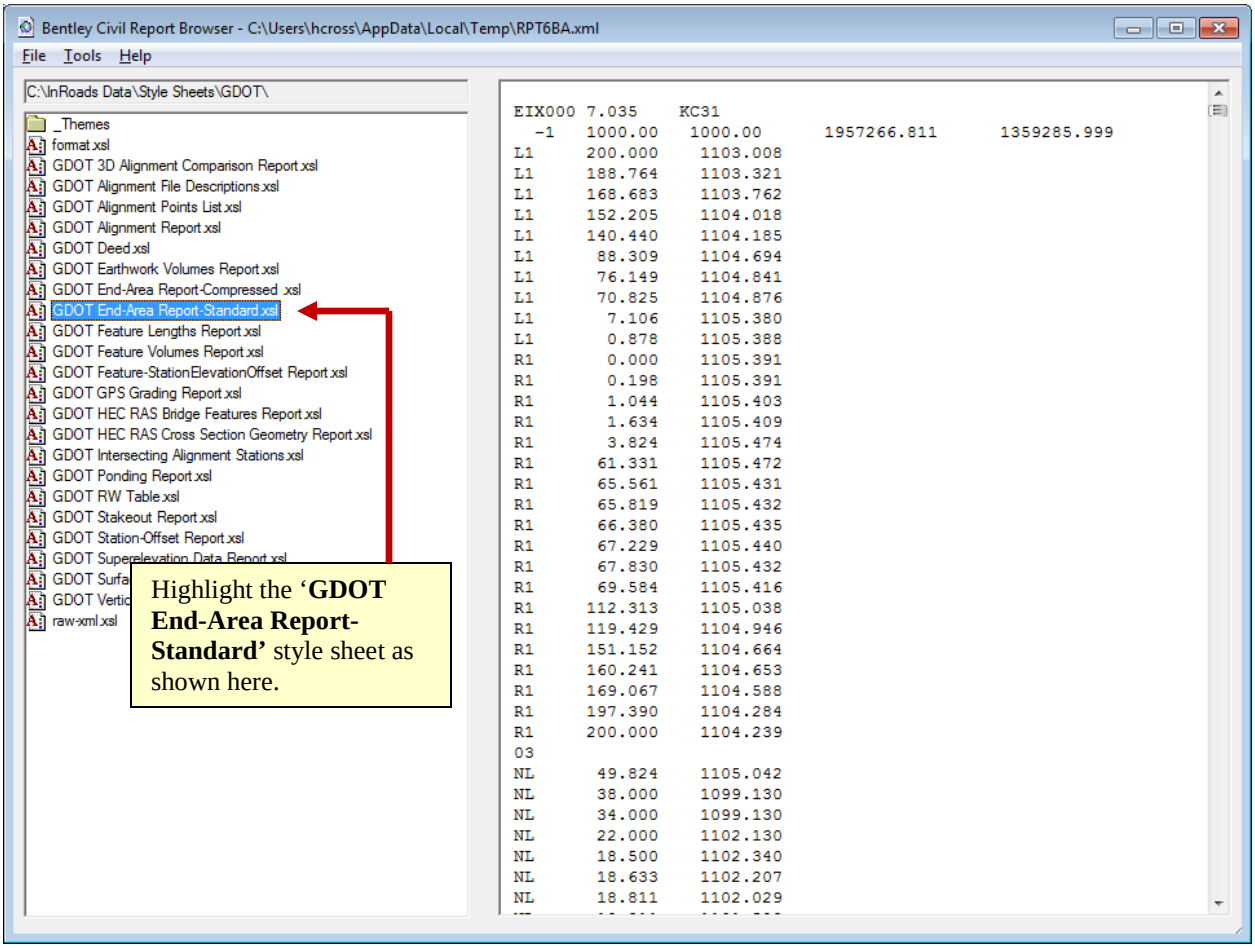

Figure L14-15 Bentley InRoads Report Browser
26.	**View the 'GDOT End-Area Report-Standard' Style Sheet.** • In the **Bentley Civil Report Browser**, highlight the style sheet **GDOT End-Area Report-Standard** as shown in *Figure L14-15*.